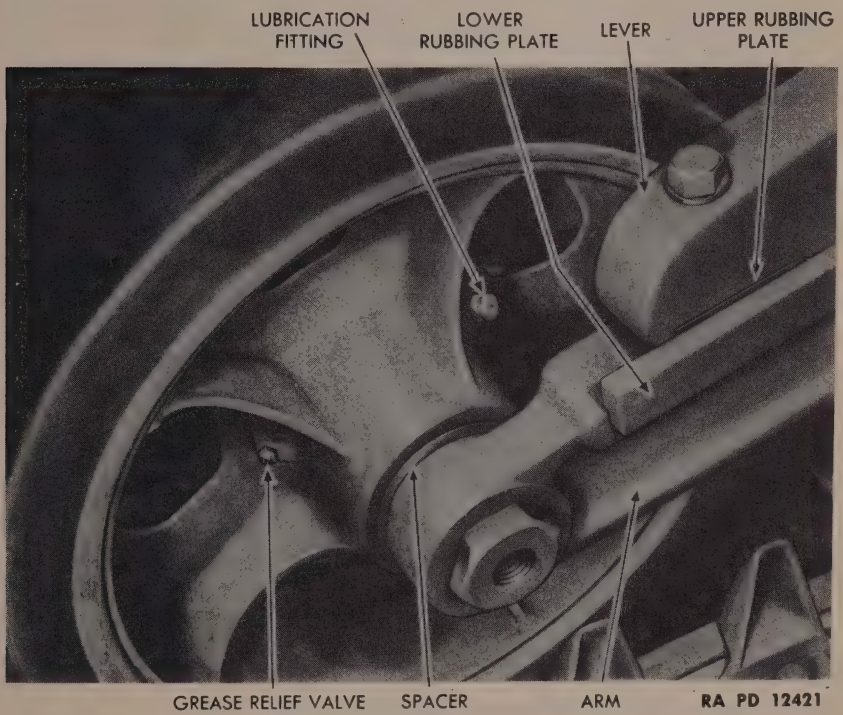

Figure 23—Detail of Bogie Wheel to Show Lubrication Fittings
(5) INSPECT BOGIE WHEELS (fig. 23). Check condition of tires on all wheels. Look for evidence of outer spacer turning and tighten gudgeon nut